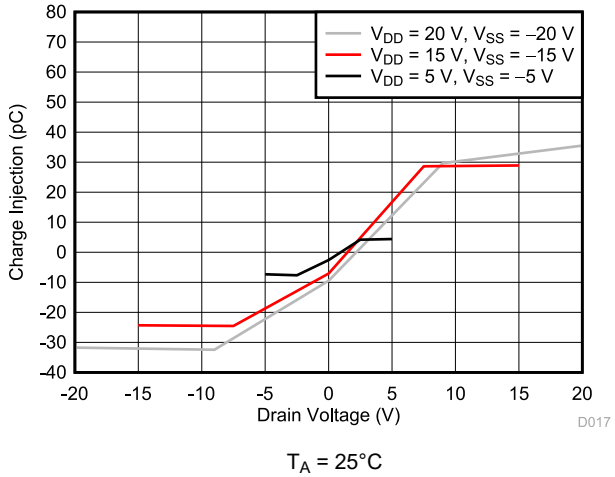

图 9-3. 电荷注入与漏极电压间的关系
MUX708-Q1 具有低导通和关断漏电流以及超低电荷注入性能，因而成为实现高精度工业系统的理想选择。MUX708-Q1 采用专用架构，可减少漏极 (D) 电荷注入（有关更多详细信息，请参阅 节 8.3.7）。图 9-3 展示了 MUX708-Q1 的电荷注入与源极电压间的关系图。